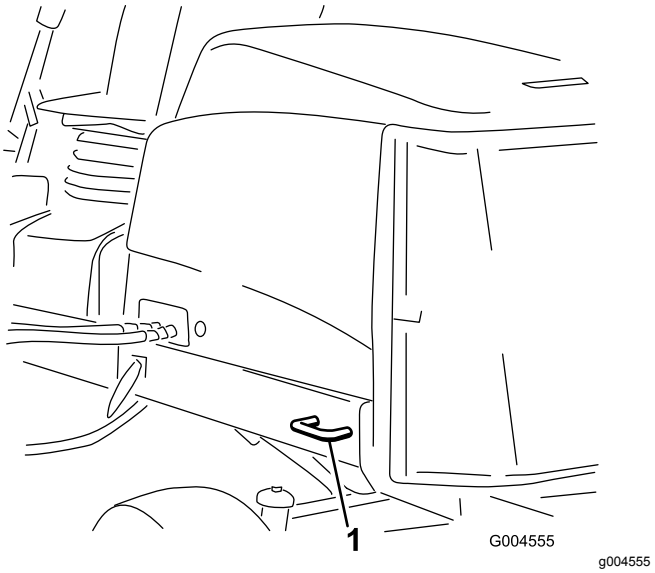

Figur 40
- Bak – på båda sidor av maskinen, på den bakre ramen (Figur 40)